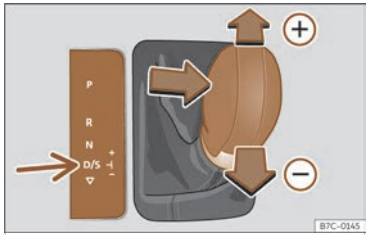

Fig. 93 Consola central: cambiar con tiptronic.
• Empuje la palanca hacia adelante ⊕ o hacia atrás ⊖ para aumentar o reducir la marcha ››› **fig. 93**.